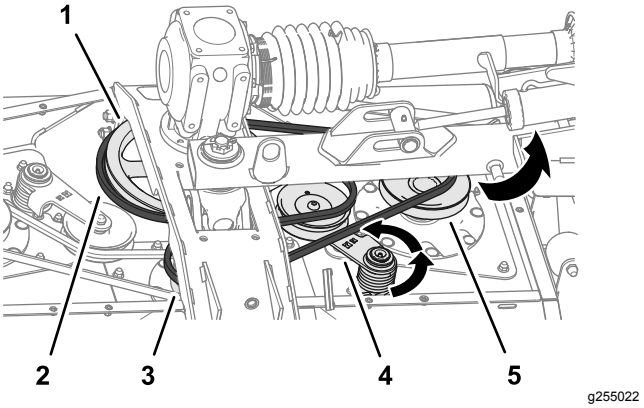

Rysunek 65
2. Przy pomocy pokrętła do klucza nasadowego lub podobnego narzędzia obróć napinacz długiego paska w lewo i zsuń pasek z koła napinającego (Rysunek 65).
3. Zsuń długi pasek z koła pasowego napędowego, koła pasowego wrzeciona środkowego i koła pasowego prawego wrzeciona (Rysunek 65).